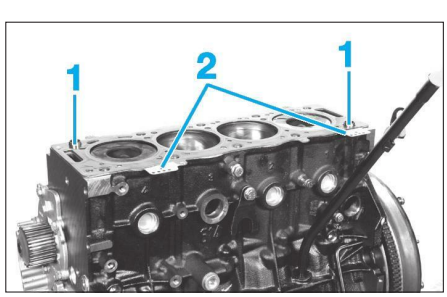

**Fig. 65**
- S'assurer de la présence des douilles de centrage (1) sur le bloc-cylindres et du sens correct du joint de culasse (2) **(Fig.65)**.